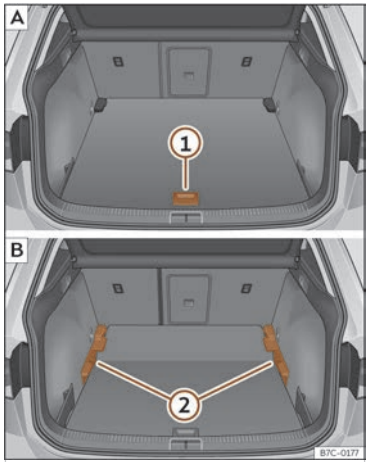

Fig. 166 Suelo variable del maletero: A posición alta; B posición baja.
- Para pasar de la posición baja a la alta, levante el piso por el asidero ››› **fig. 166** ①, tire de él hacia atrás hasta que la parte delantera del piso rebase totalmente los soportes ②.
- Haga desplazar sobre estos el piso hacia adelante hasta que haga tope en el respaldo de los asientos posteriores y, a continuación, baje el piso con el asidero ①.
- Para pasar de la posición alta a la baja, levante el piso por el asidero ››› **fig. 166** ①, tire de él hacia atrás hasta que la parte delantera del piso rebase totalmente los soportes ②.
- Deje caer la parte anterior contra el piso y empuje el piso hacia adelante hasta que haga tope en el respaldo de los asientos posteriores bajando al mismo tiempo el piso con el asidero ①.
- Con el suelo variable en posición alta, levántelo por el asidero ››› **fig. 166** ①, tire de él y empuje hacia el respaldo de los asientos posteriores hasta que se doble por la línea de bisagra y la parte móvil del piso repose sobre el mismo.
- Para pasar de la posición alta a la baja, levante el suelo variable por el asidero ››› **fig. 166** ① y tire de él hacia atrás un poco.
- Empuje el suelo variable hacia los asientos posteriores abatidos con el asidero ① haciendo un poco de presión hacia abajo para que la parte móvil del piso enrase con los respaldos de los asientos posteriores.